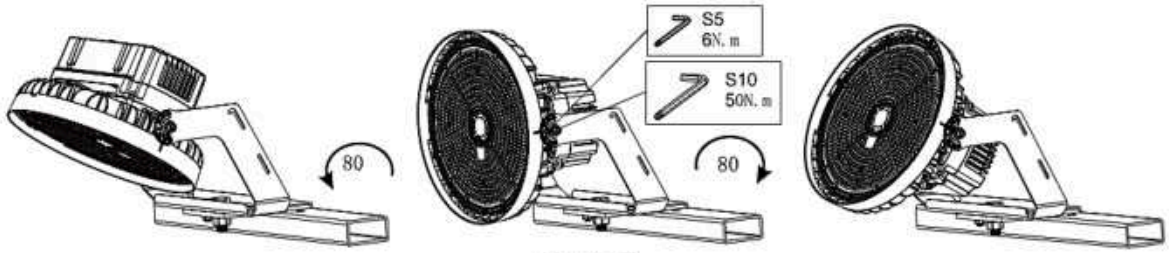

Figure 7
STEP 2: Use an open-end wrench and hex wrench to loosen the screw for adjusting the angle. (Figure 7)